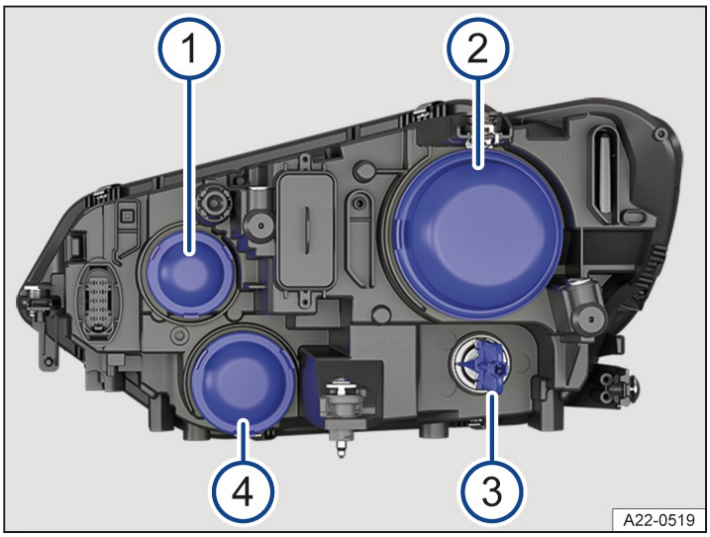

Fig. 1 In the engine compartment: covers on the back of the right headlight.
1. Remove the rubber cover on the rear side of the headlight → *fig. 1* (1).